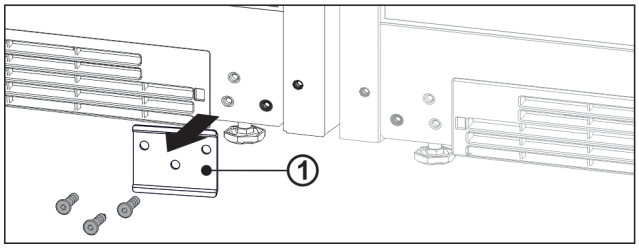

Fig. 11
▶ Dacă este implementată placa de tablă *Fig. 11 (1)*, deșurubați placa de tablă.